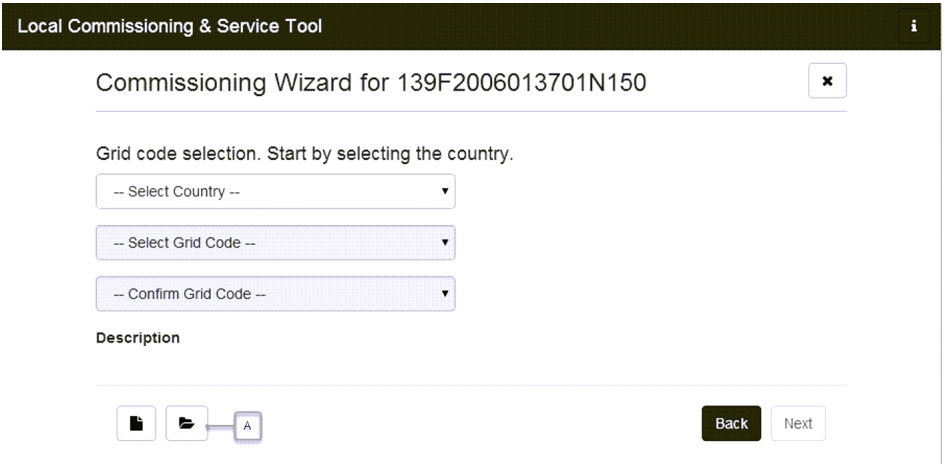

Figure 15: LCS-Tool - selecting the country and grid code
9. To load a customer-specific country data set (JSON file), select the Open icon under Grid code selection (Open icon: button (A) in figure15).